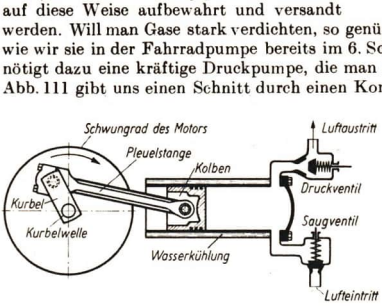

Abb. 111. Schnittzeichnung durch einen Kompressor
2. Der Überdruck verdichteter Luft. Luft läßt sich im Gegensatz zum Wasser stark zusammendrücken. Dies ist auch bei allen anderen Gasen der Fall. So werden Wasserstoff, Sauerstoff, Kohlendioxyd und andere Gase unter einem Druck bis zu 150 at in *Stahlflaschen* zusammengepreßt. Sie können auf diese Weise aufbewahrt und versandt werden. Will man Gase stark verdichten, so genügt nicht eine so einfache Pumpe, wie wir sie in der Fahrradpumpe bereits im 6. Schuljahr kennenlernten. Man benötigt dazu eine kräftige Druckpumpe, die man auch als *Kompressor* bezeichnet. Abb. 111 gibt uns einen Schnitt durch einen Kompressor schematisch wieder.
Die Pumpe wird durch einen Motor angetrieben, der eine *Kurbelwelle* in Umlauf setzt. Die Übertragung der Bewegung von der Kurbel auf den *Kolben* erfolgt durch die *Pleuelstange*. Das ist eine hin und her gleitende, gleichzeitig aber auch auf und nieder schwingende Stange, die mit der Kurbel wie mit dem Kolben gelenkig verbunden ist. Vergleiche damit die Pleuelstange am Trittbrett der Nähmaschine! Die Pumpe saugt und drückt abwechselnd bei jedem Gang. Den Zufluß bzw. Abfluß der Luft regeln zwei Ventile, von denen sich das eine beim Saugen, das andere beim Drücken öffnet. Nach der Form des Ventilkörpers werden die in Abb. 111 verwendeten Ventile als *Kegelventile* bezeichnet. Abb. 112a gibt ein Kegelventil schematisch wieder. Andere häufig anzutreffende Ventile sind das *Klappenventil*, das *Kugelventil*, das *Scheibenventil* (Abb. 112b, c, d). Das *Schlauchventil*,